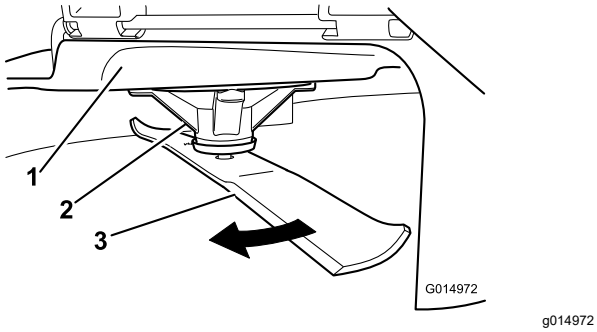

Figuur 74
2. Trek dikke handschoenen of andere adequate handbescherming aan en draai langzaam het mes in een stand die meting mogelijk maakt van de afstand tussen de maairand en het egale oppervlak waarop de machine staat (Figuur 74).